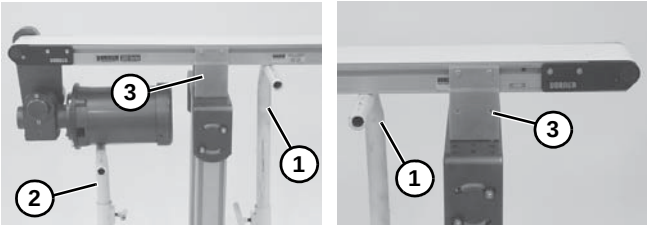
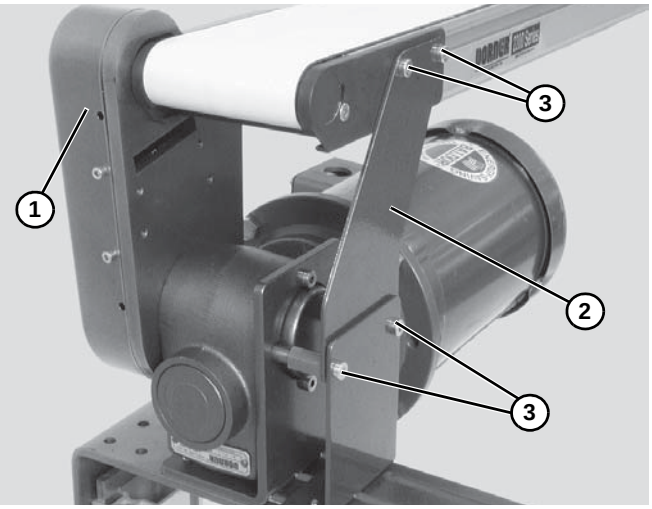

Abbildung 44
Abbildung 45
1. Temporäre Stützständer **(Abbildung 44, Teil 1)** an beiden Enden des Förderbands aufstellen. Einen zusätzlichen Stützständer unter den Antriebsmotor **(Abbildung 44, Teil 2)** aufstellen, falls vorhanden. Siehe WARNUNG.
2. Montagehalterungen **(Abbildung 44, Teil 3)** von einer Seite des Förderbands abnehmen. (Schritte 3 & 4 in Abschnitt „Montagehalterungen der Serie 2200“ ab Seite 9 in umgekehrter Reihenfolge ausführen.) Falls mit Schwerlast-Antriebspaket ausgerüstet, die Halterungen von der Seite gegenüber der Antriebsabdeckung **(Abbildung 45, Teil 1)** abnehmen.
3. Falls vorhanden, Umlenkrollen und Führung und Zubehör von der Antriebsabdeckung auf der gegenüberliegenden Seite **(Abbildung 45, Teil 1)** entfernen.
4. Falls mit Schwerlast-Antriebspaket ausgerüstet, die Stützhalterung des Antriebs **(Abbildung 45, Teil 2)** abnehmen. Schrauben der Halterung **(Abbildung 45, Teil 3)** abnehmen, dann die Halterung **(Abbildung 45, Teil 2)**.
1. Sicherstellen, dass temporäre Stützständer **(Abbildung 44, Teil 1)** an beiden Enden des Förderbands aufgestellt sind. Einen zusätzlichen Stützständer unter den Antriebsmotor **(Abbildung 44, Teil 2)** aufstellen, falls vorhanden. Siehe WARNUNG.
5. Falls mit Schwerlast-Antriebspaket ausgerüstet, die Stützhalterung des Antriebs **(Abbildung 45, Teil 2)** erneut einbauen.